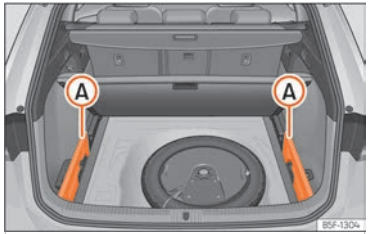

Fig. 181 Al maleter: allotjament per guardar la safata enrotllable.
- Traieu les tapes esquerra i dreta ››› fig. 181 (A).